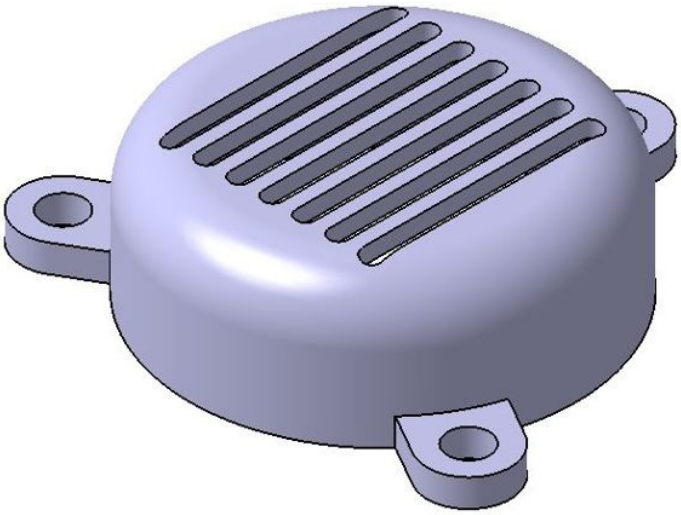

Figure 8-107 *The model after patterning the pocket feature*
f. Pattern the pocket feature using the **Rectangular Pattern** tool, refer to Figure 8-107.
7. Select the **Keep specifications** check box and choose the **OK** button from the **Rectangular Pattern Definition** dialog box. The model after patterning the pocket feature is shown in Figure 8-107.